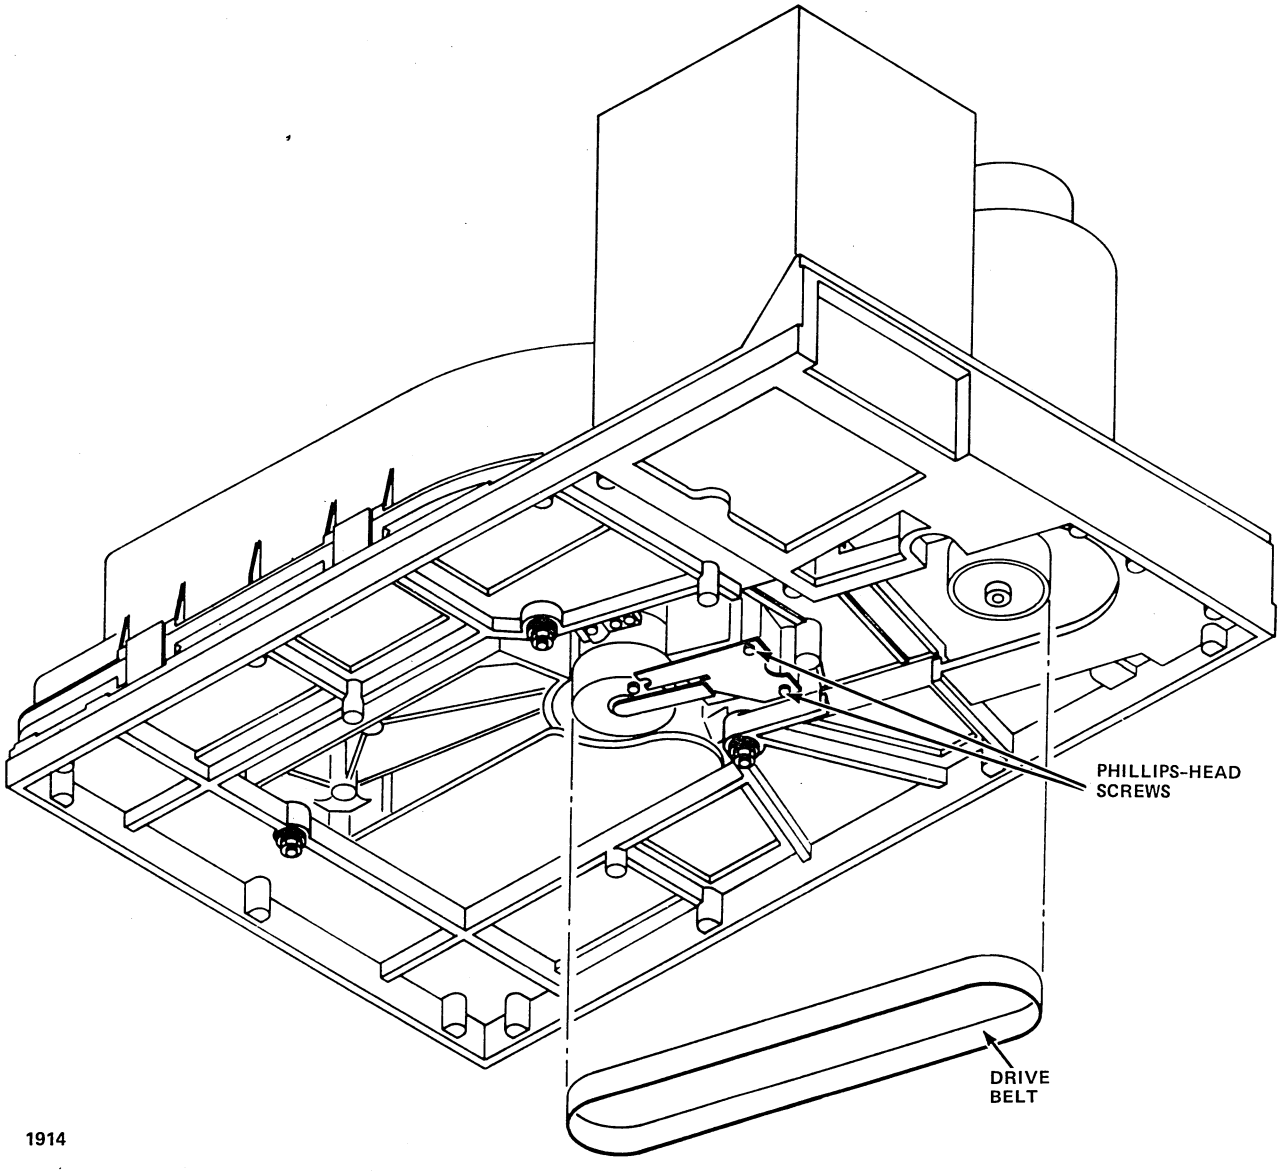

Figure 10-34. Drive Belt Location
a. Force the drive motor pulley toward the spindle pully to loosen the belt tension (figure 10-34).